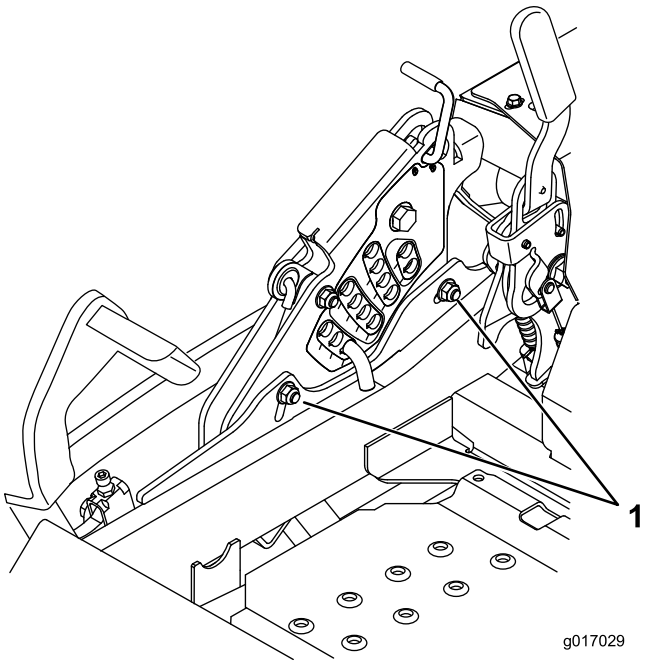

Figur 85
11. Lossa de två skruvarna längst ned på klipphöjdsplattan för att justera enkelpunktssystemet. Se Figur 85.
13. Dra åt de två skruvarna längst ned på klipphöjdsplattan (Figur 85). Dra åt till 37–45 Nm.